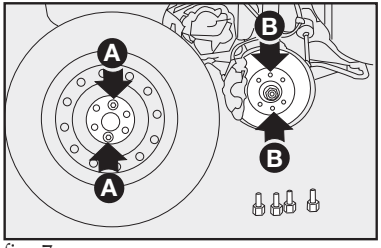

fig. 7
7) Montar a roda sobressalente, encaixando os furos **A-fig. 7** com os respectivos pinos **B-fig. 7**;